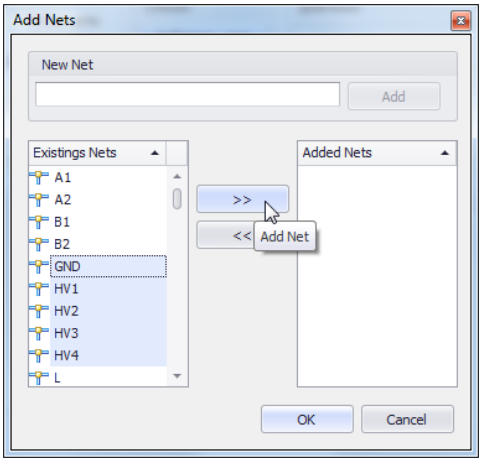

Рис. 508. Выбор цепей для шины из списка размещенных цепей
4. Выбрать из списка цепей, размещенных на схеме, те цепи, которые необходимо «добавить» в шину. Список размещенных на схеме цепей отображается в левом столбце. Для выбора цепи необходимо навести курсор на ее имя и нажать левую кнопку мыши, см. Рис. 508.